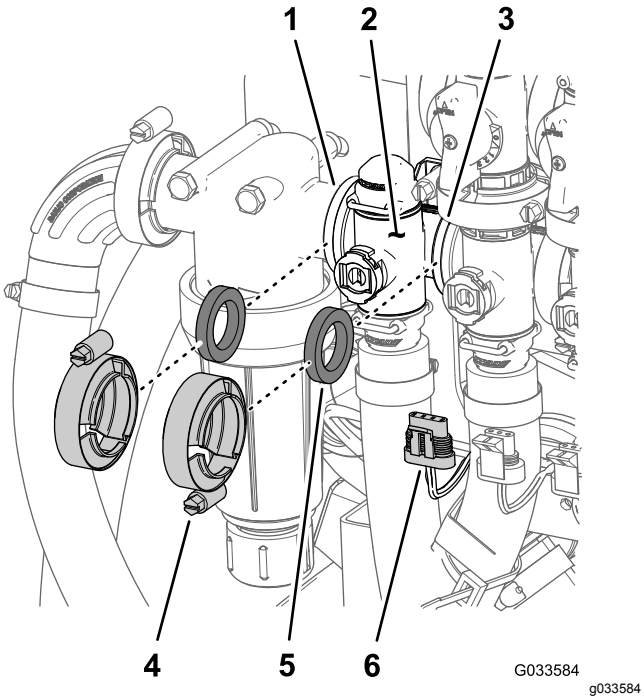

Figur 98
1. Fjern de to flensklemmene og de to pakningene som fester manifolden for mengderegulatorventilen (Figur 98) til trykkfilteret og risteventilen.